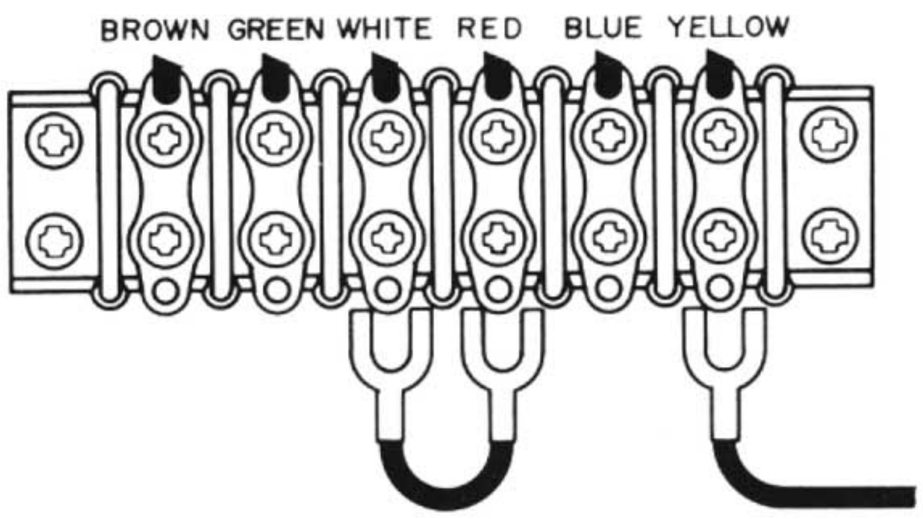

Figure 2 Voltage Conversion Chart
(3) Change the jumper wires as illustrated in Fig. 2 for the required AC voltage and replace the fuse as instructed.